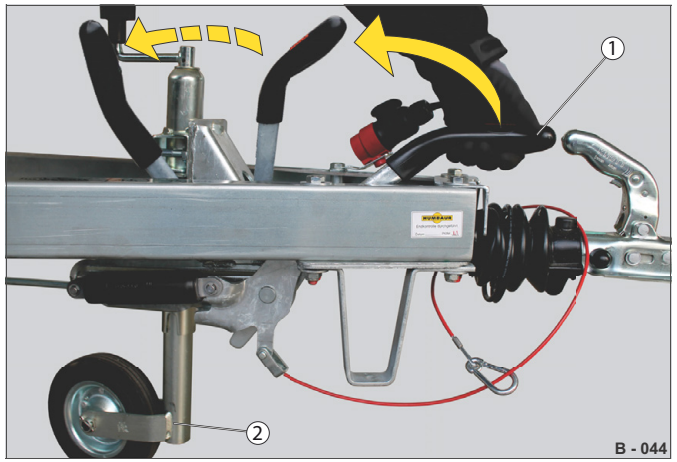

Abb. 88 Zatažení zajišťovací brzdy
▶ Stočte podpěrné kolo (Abb. 88/2) dolů na zem.
▶ Zatáhněte páčku ruční brzdy (Abb. 88/1) úplně nahoru, aby byla brzda zcela zabrzděna.